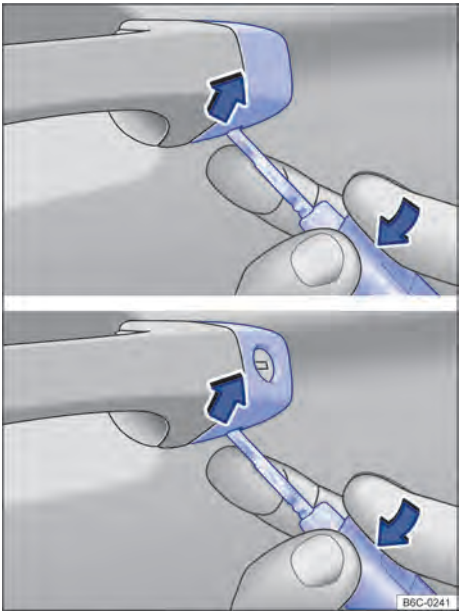

Fig. 58 Maçaneta da porta do condutor: remover a capa.
– Levantar a capa de cobertura com a chave do veículo no sentido da seta → Fig. 58.